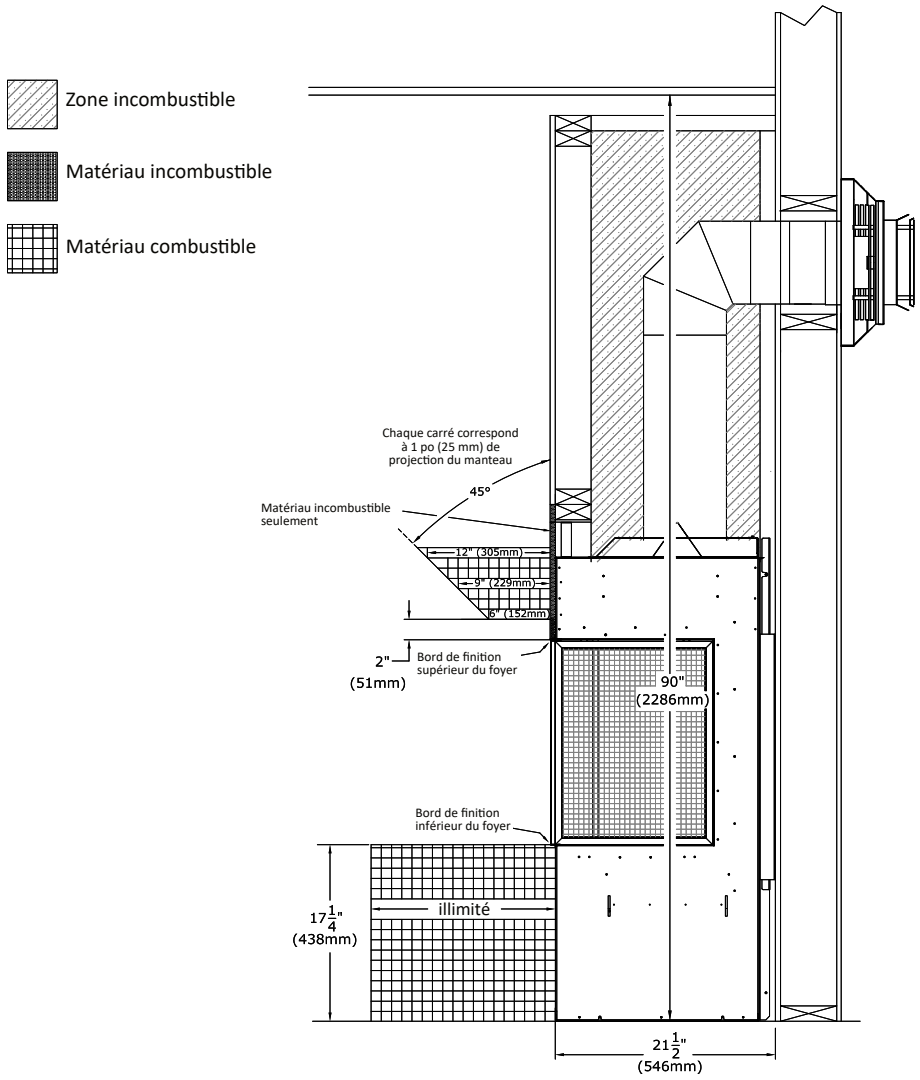

Figure 2.18 - Projections du manteau et de l'extension d'âtre
- **Projection du manteau combustible:** Comme la Figure 2.18 l'indique, un manteau ayant 6 po (152 mm) de projection maximum peut commencer à 2 po (51 mm) au-dessus des bords de finition supérieurs situés à l'avant et au coté du foyer. La projection du manteau peut augmenter de 1 po (25 mm) pour chaque pouce (25 mm) de hauteur additionnelle, à partir d'un manteau de 6 po (152 mm).
- **Extension d'âtre combustible:** Une extension d'âtre combustible peut avoir une projection illimitée et peut être surélevée jusqu'au bord de finition inférieur du foyer. Voir la Figure 2.18.